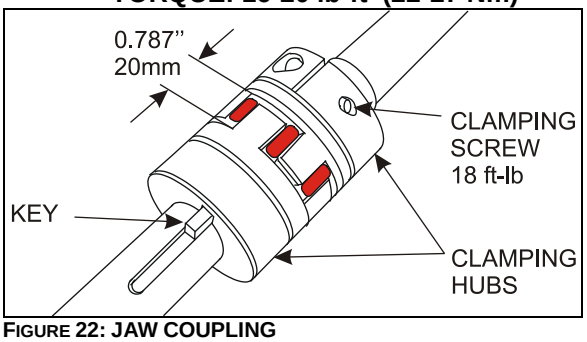

**FIGURE 22: JAW COUPLING**
8. Reconnect the clamping hubs with the spider. Leave a gap of 20mm (0.787inch) between each clamping hubs as shown on Figure 22. Use the motor hexagonal output shaft to align the keyways.